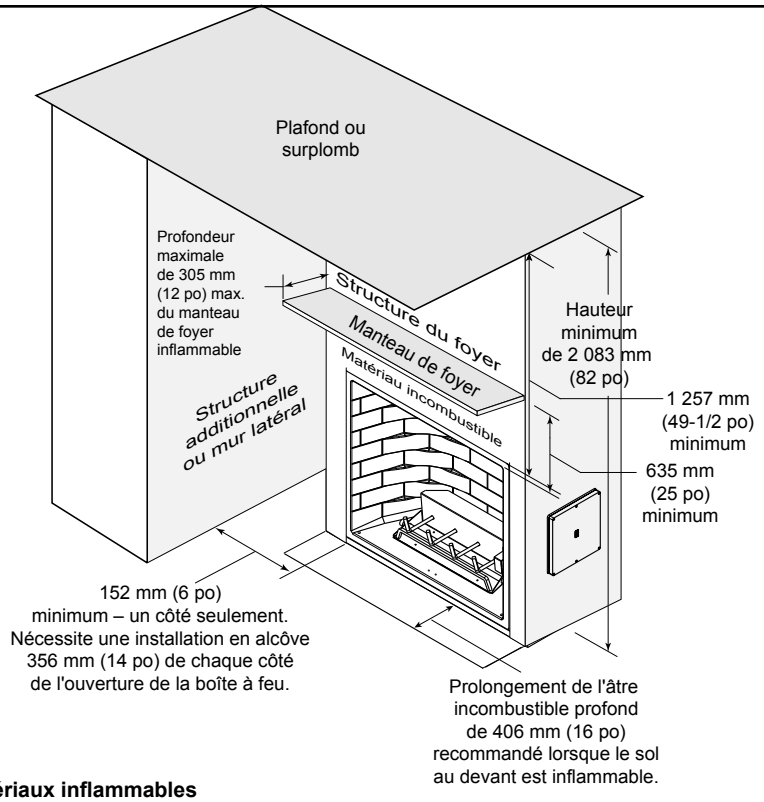

Figure 3.5 Dégagements par rapport aux matériaux inflammables
- Lorsqu'il est installé sur du bois, un prolongement de l'âtre incombustible de 406 mm (16 po) est recommandé devant l'appareil. Voir la figure 3.5.